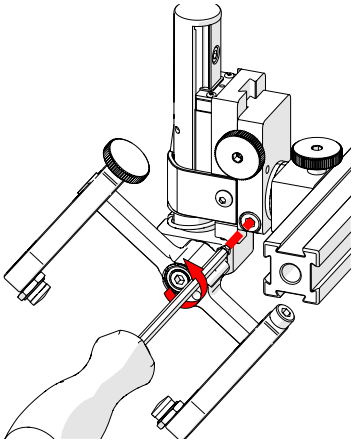

Fig. 127 - Loosen 3 mm screw
2. Using the supplied 3 mm hex driver *(Fig. 37)*, loosen the longitudinal adjustment screw *(Fig. 127)*.